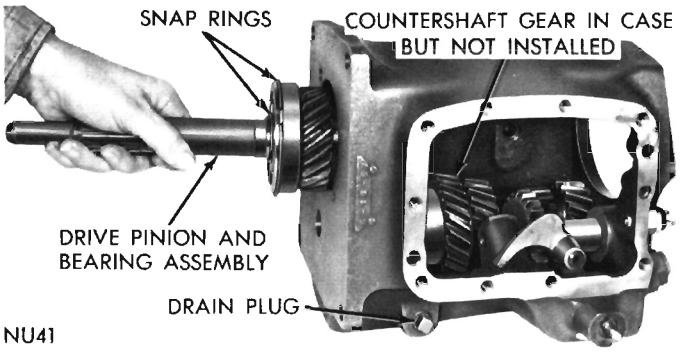

Fig. 33—Removing or Installing Drive Pinion Assy. (Heavy Duty)
HEAVY DUTY MODEL (Fig. 33) because of larger bearing can be removed through front of case.
(6) Install a new inner snap ring on shaft to retain bearing. Be sure snap ring is seated. This snap ring is a select fit for minimum end play (Fig. 33).
(7) Place pinion shaft in a vise (with soft jaws), then install 16 bearing rollers in cavity of shaft. Coat bearing rollers with heavy grease, then install bearing retaining snap ring in its groove.
(8) Install drive pinion and bearing through rear of case and position in front bore. Tap lightly into place, using a plastic hammer. Install outer snap ring in bearing groove. **HEAVY DUTY MODEL** (Fig. 33) because of larger bearing can be installed through front of case.